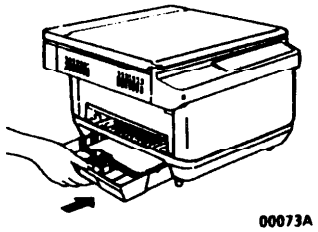

Рис. 14
10. (Рис. 14): вставить кассету в аппарат.